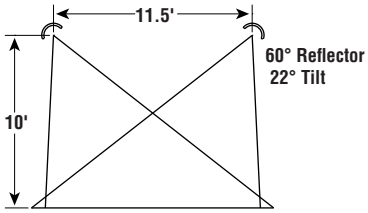

Figure 2 — Tilted Infrared Fixtures for Spot Heating
a) In areas where the width dimension is 25 feet or less, use at least two fixtures mounted opposite each other at the perimeter of the area and tilted at an angle. This provides a greater area of exposure to the infrared energy by personnel in the work area. Tilt the fixtures so that the upper limit of the fixture pattern is at approximately six feet above the center of the work station area (Figure 2).